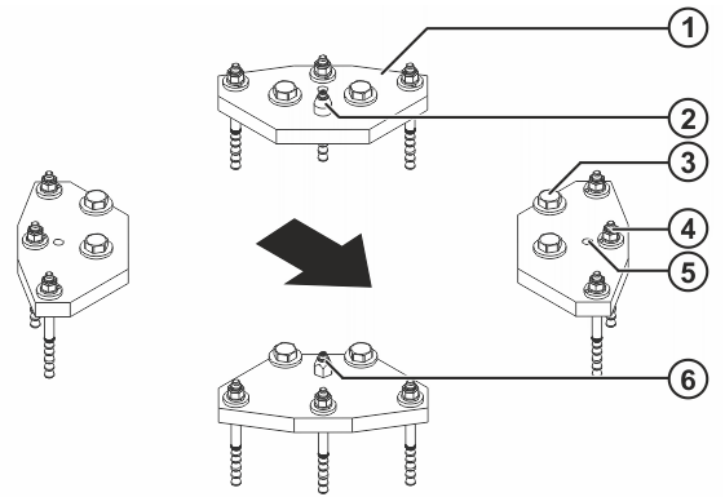

Fig. 7-1: Mounting base
2. Screw 2 locating pins into the bedplates with 1 M8x55-8.8 Allen screw each and check that they are fitted securely (>>> *Fig. 7-1*).